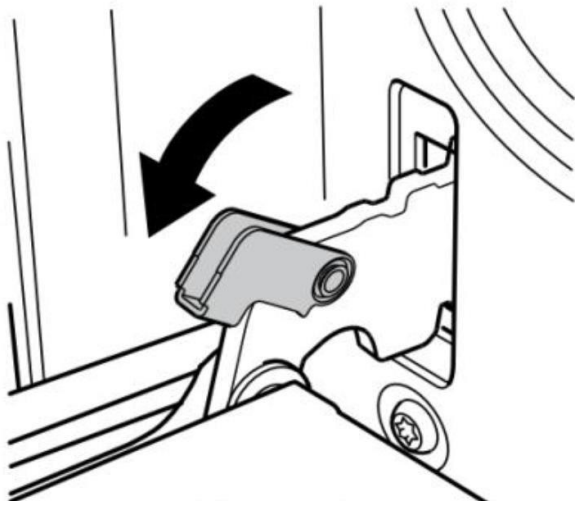

Рис.1
- Полностью откройте дверцу и откиньте скобу на левой и правой петлях (Рис.1).